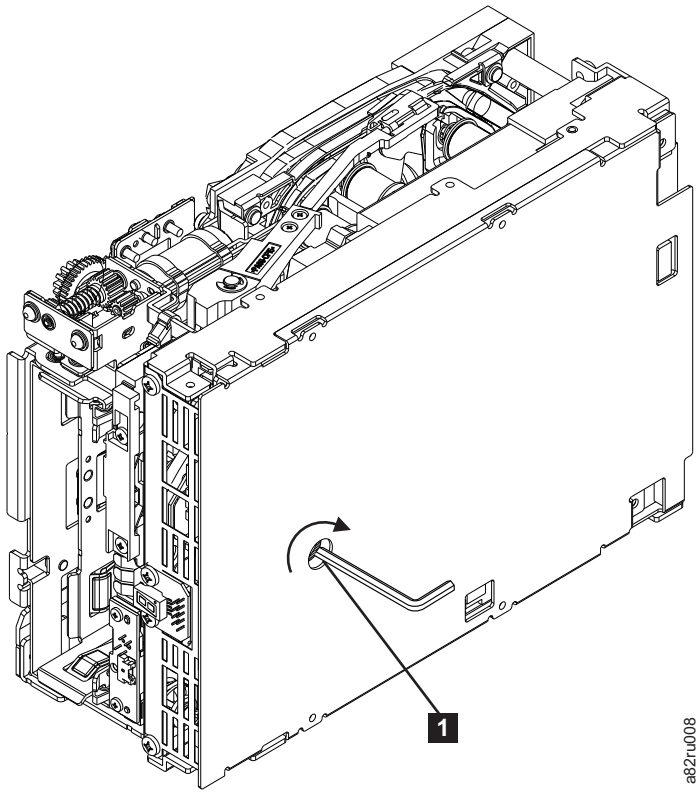

Figure 7-153. Using hex wrench to rewind tape into cartridge
6. From the bottom of the drive, locate the access hole (1 in Figure 7-153 on page 7-139) in the bottom cover. Insert a 2.5 mm offset hex wrench through the bottom cover access hole and into the reel motor axle. begin spooling tape back into the cartridge by turning the hex wrench clockwise.